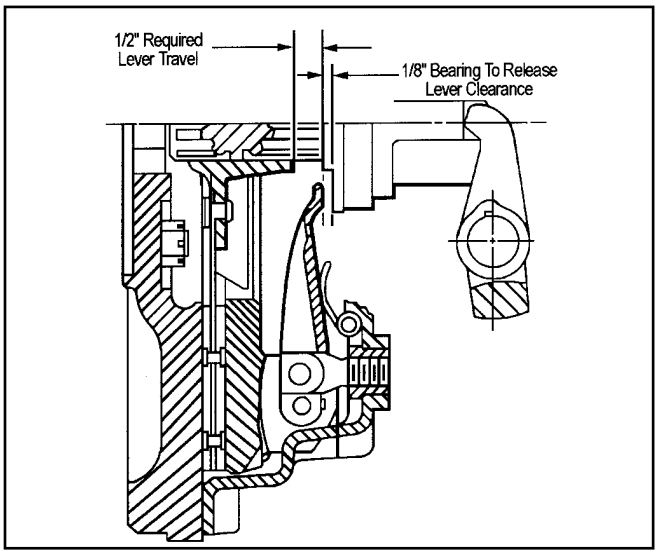

Figure 13. Total Release Bearing Travel Must Be Approximately 5/8”
7. To obtain complete disengagement of Type DPB, DLB, DO and DF clutch assemblies, the release levers must be actuated a specified distance from the engaged position. Assuming the release bearing clearance (distance between the clutch release levers and release bearing) to be 1/8” when the clutch is in the engaged position, the release bearing must move forward 1/8” to take up this clearance before it contacts the release levers. After the release bearing contacts the release lever 1/2” of additional travel is required to disengage the clutch assembly (Figure 13, Page 6).
The clutch pedal linkage is required to move the release bearing approximately 5/8”. This 5/8” is made up of 1/8” clearance between the bearing and the release levers (free play) and 1/2” that the release lever must move inward to complete clutch disengagement (Figure 13).